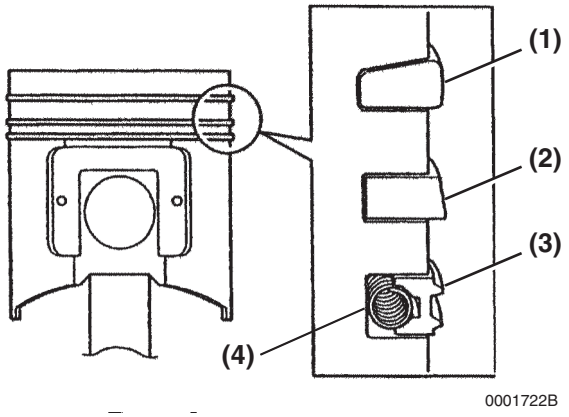

Figure 6-88
7. Reinstall the oil ring expander **(Figure 6-88, (4))**. Install the oil ring **(Figure 6-88, (3))** with the end gap at 180° from the expander end gap.
8. Reinstall the second compression ring **(Figure 6-88, (2))**. This ring is identified by its dark color and tapered face profile.
9. Reinstall the top compression ring **(Figure 6-88, (1))**. This ring is identified by its silver color and barrel-shaped face profile.
*The oil ring expander **(Figure 6-88, (4))** end gap must be located 180° from the oil ring **(Figure 6-88, (3))** end gap.*